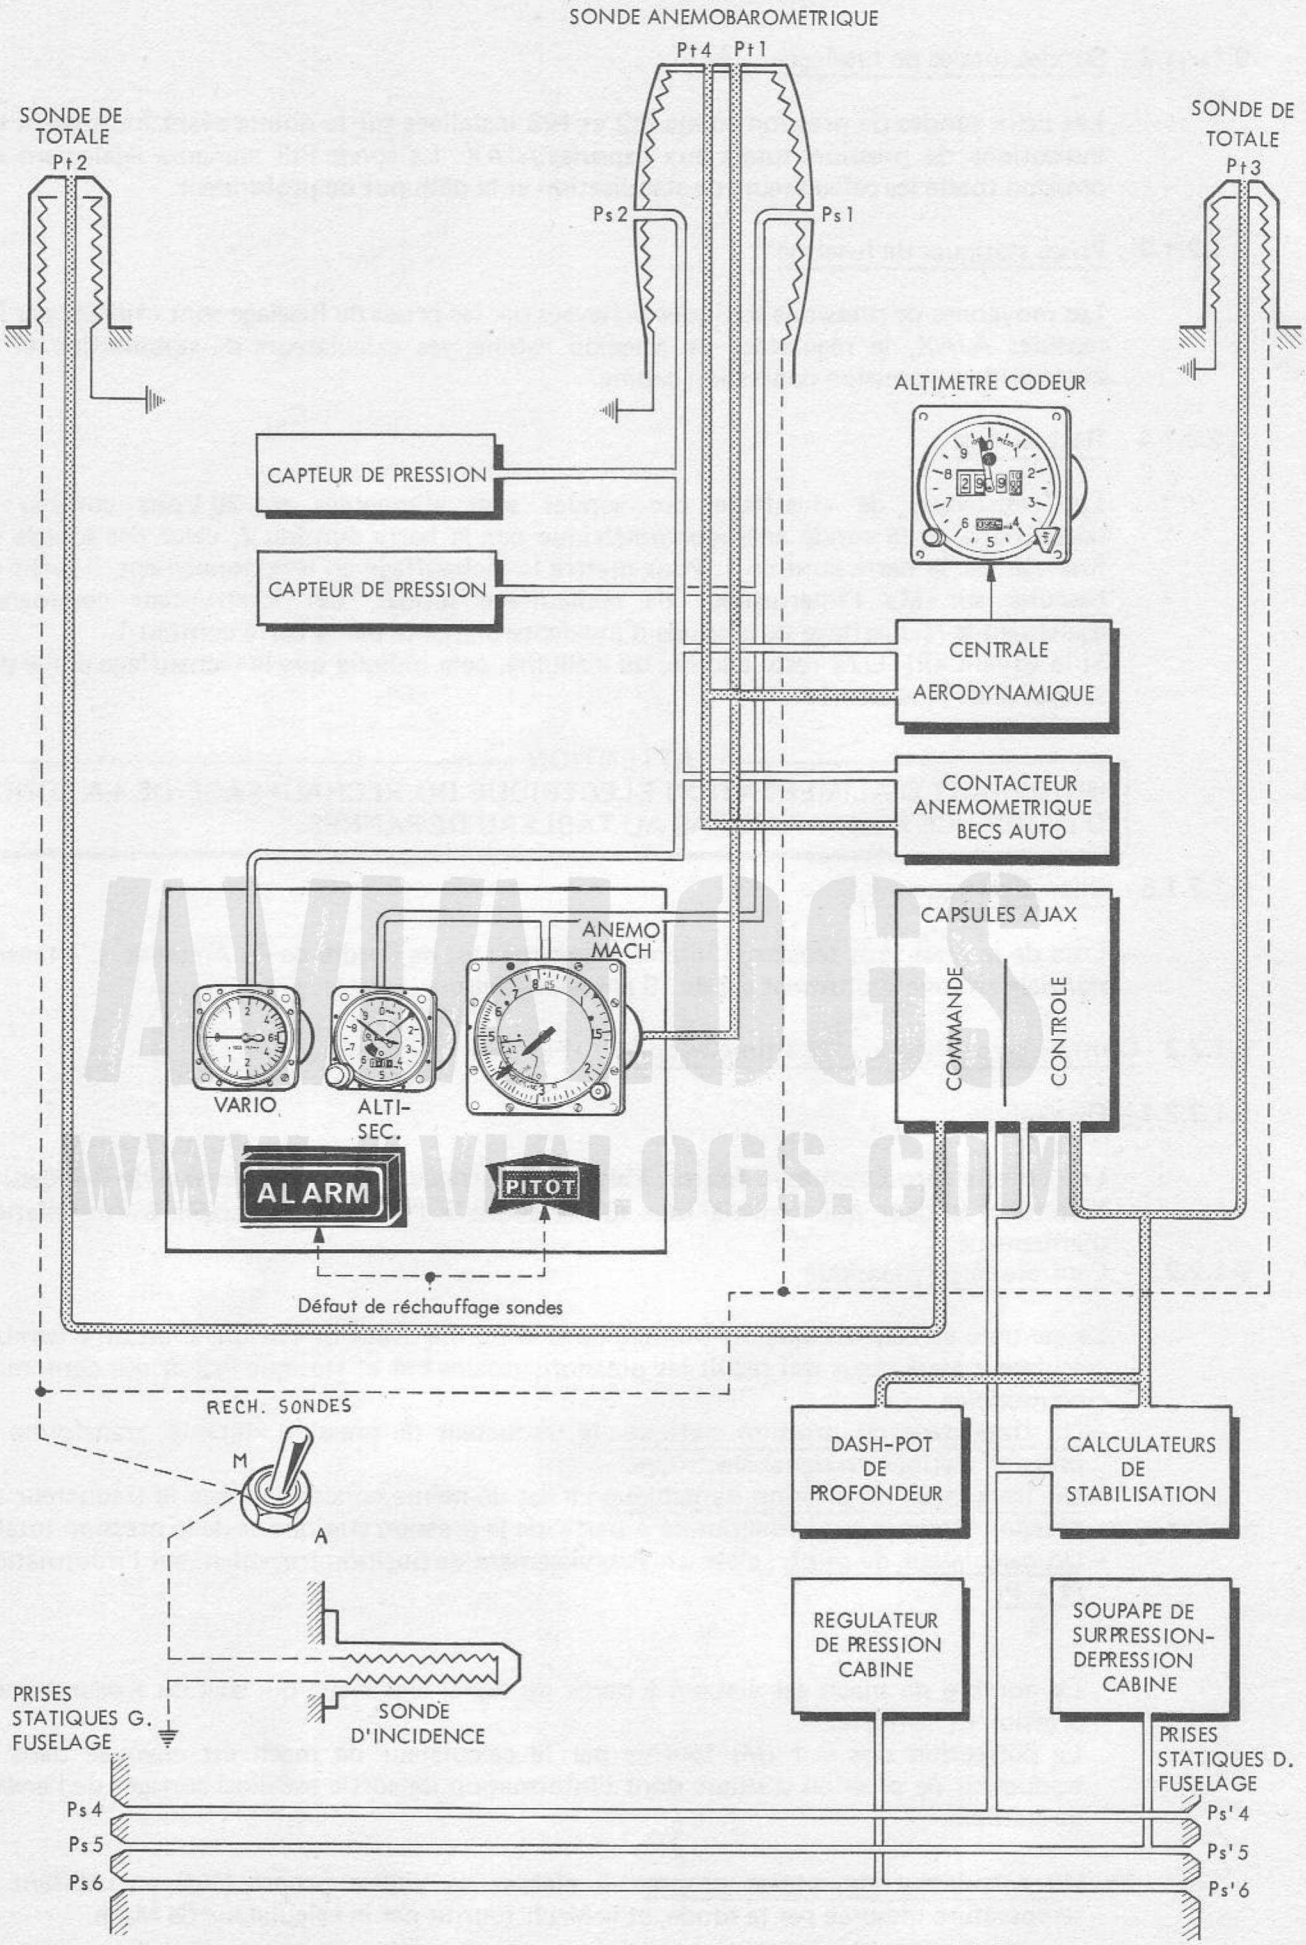

FIGURE 3 - CIRCUIT ANEMOMETRIQUE
9.1.2.1 - Circuit anémométrique (Fig. 3)